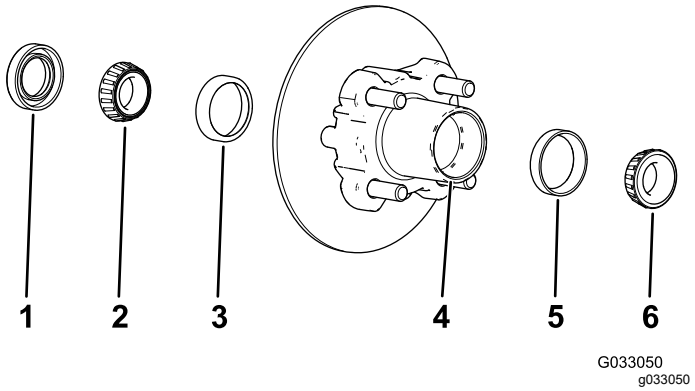

Figur 30
1. Fjern det utvendige lageret og kulesetet fra navet (Figur 30).
2. Fjern tetningen og det innvendige lageret fra navet (Figur 30).
5. Rengjør navets hulrom for fett, smuss og andre rester (Figur 30).
7. Fyll navets hulrom 50–80 % fullt med det angitte smørefettet (Figur 30).
8. Monter det innvendige lageret på den innvendige siden av navet, og monter tetningen (Figur 30).